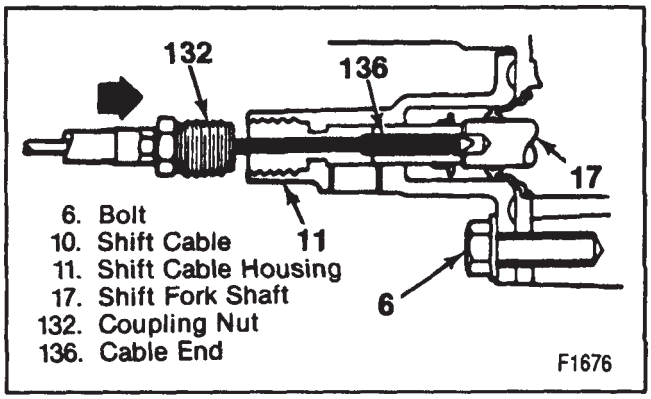

Figure 16—Connecting the Shift Cable to the Carrier
- Bolts (6) to 48 N.m (36 ft. lbs.).
3. Shift cable (10) to the shift cable housing (figure 16).
- Guide the cable end (136) through the hole in the shift cable housing (figure 16).
- Push the cable end into the shift fork shaft (17). It should snap into place.
- Thread the coupling nut (132) into the housing by hand to avoid cross threading.